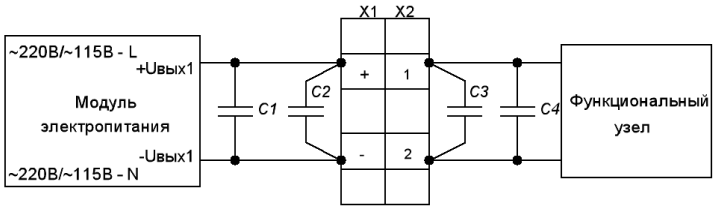

Рис. 5.3. Схема подключения нагрузки к модулю электропитания при наличии протяженных линий связи
5.2.5. При наличии протяжённых линий связи длиной более 50 см от выводов модуля электропитания до разъёмов или питаемых функциональных узлов необходимо устанавливать керамические конденсаторы соответствующего напряжения на пути следования линий связи в соответствии с рис.5.3.